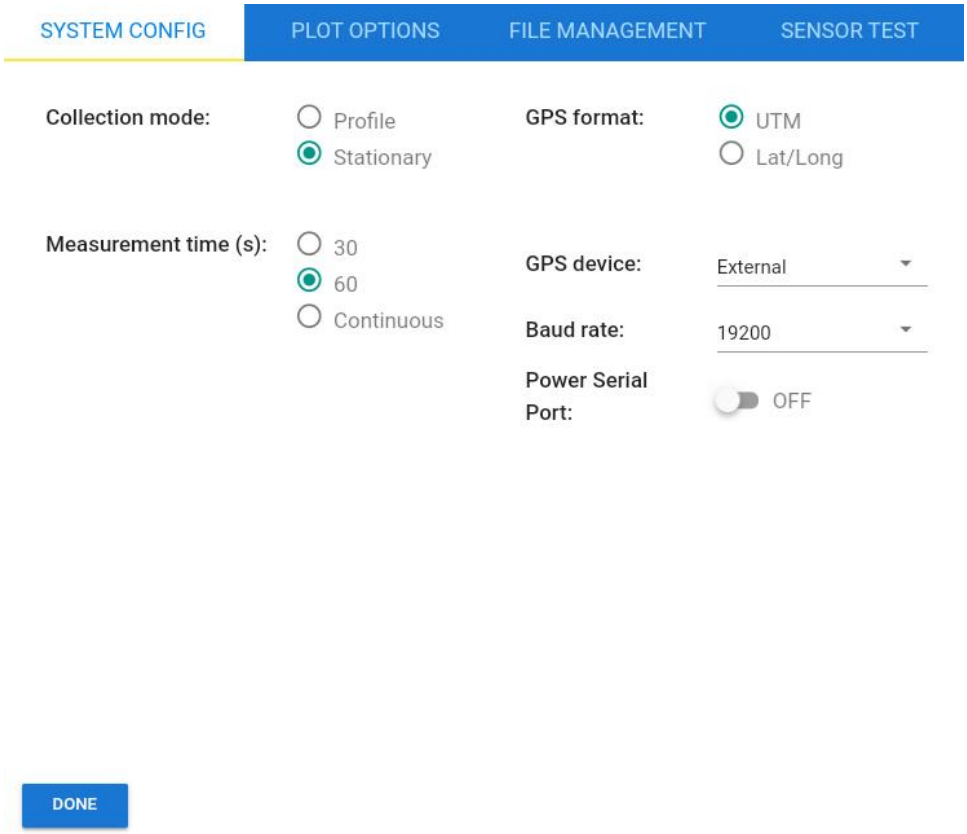

Figure 4-4: The System Configuration screen showing Stationary collection mode
- Stationary (show in Figure 4-4) – the PDP is kept stationary, and measurements are collected (and averaged) over a set time interval. Stationary mode is often used as a follow-up to profile mode to investigate areas of high/low density at a specific location. Additionally, stationary mode is used to collect data at core locations.
Measurement time (*only available if Collection mode = Stationary*) - the data parameter to be displayed (e.g. density) is averaged over the set time, after which data collection is stopped and the file is created. Available options are: 30 s, 60 s and continuous. If continuous is selected, data is collected until the user presses Stop. See Figure 4-4.